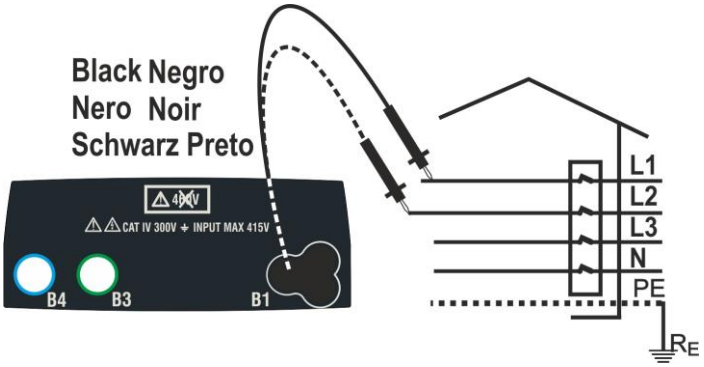
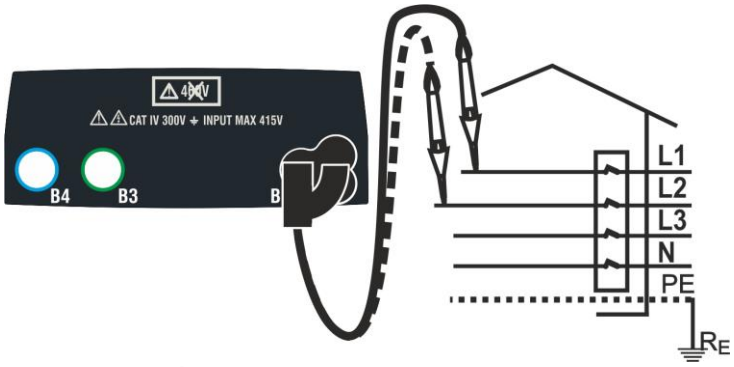

Fig. 35: Verificación de la secuencia de fase con puntas
Fig. 36: Verificación de la secuencia de fase con punta remota
2. Inserte el conector negro en la correspondiente entrada B1 del instrumento. Como alternativa, use el cable y los cocodrilos en los extremos de los cables. También es posible usar la punta remota insertando su conector multipolar en la entrada B1. Conecte los cocodrilos o la punta remota a la toma eléctrica según Fig. 35 o Fig. 36
5. Bajo estas condiciones, conecte los cocodrilos, las puntas o la punta remota a la fase L2 de acuerdo con Fig. 35 o Fig. 36.